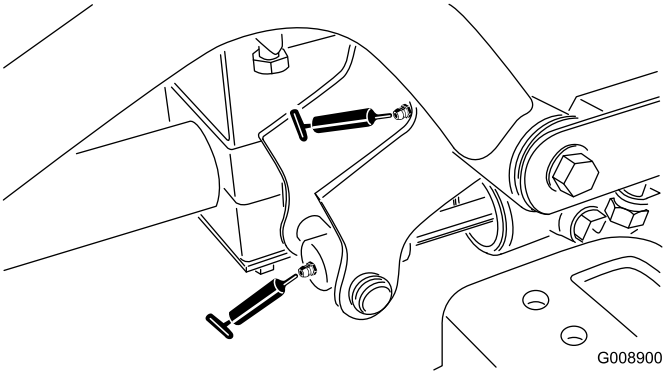

Figur 53
- Främre höger lyftarmstapp och lyftcylinder (2) (Figur 53)